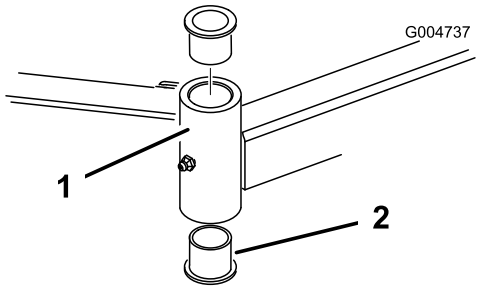

Figuur 79
4. Sla een drevel in de boven- of onderkant van de bevestigingsbuis en tik de lagerbus uit de buis (Figuur 79).